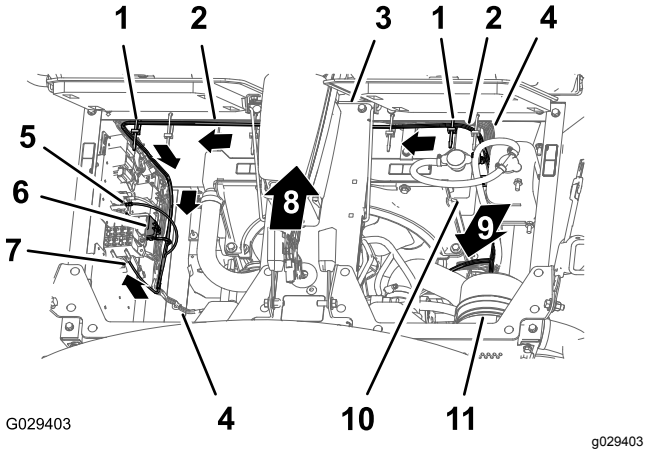

Figur 194
3. Dra kablagets motorrumsdel på 197 cm ner längs kylarens vänstra sida och tvärs över den elektriska panelens undersida (Figur 194).
4. Sätt fast finputsningssatsens kablage på maskinens kablage med två kabelband enligt Figur 194.